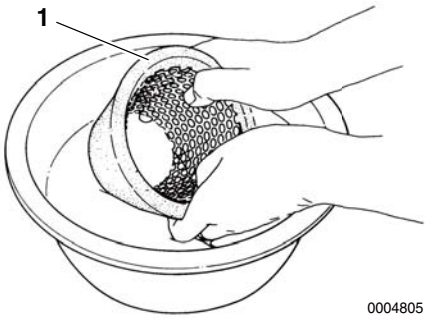

Figur 10
2. Fjern element **(Figur 10, (1))**. Rens elementet og huset med et neutralt rengøringsmiddel.